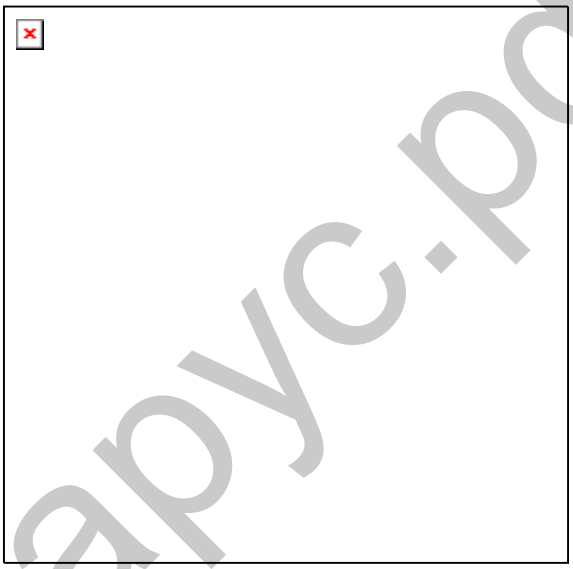

Рис. 7. Комбинация приборов:
1.14 Комбинация приборов (рис. 7)